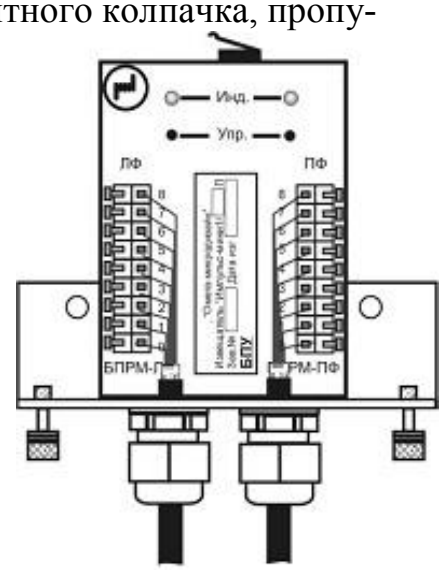

Рис. 10.24
10.4.3 Произвести ввод кабелей БПРМ в коммутационный отсек БПУ (рис. 10.24).Для чего вывернуть зажимные гайки, ввести кабели в коммутационный отсек и завернуть зажимные гайки до упора. Кабели надежно зафиксировать.